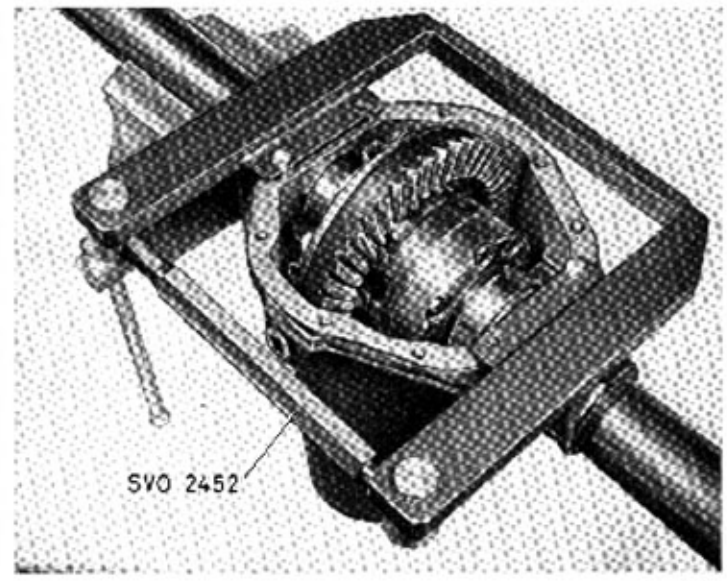

Bild 46 A-10. Utspänning av bakväxelhus VOLVO 26653
3. Lägg i ny papperspackning och montera den nya tätningsringen med verktyg SVO 2459, bild 46 A-8.